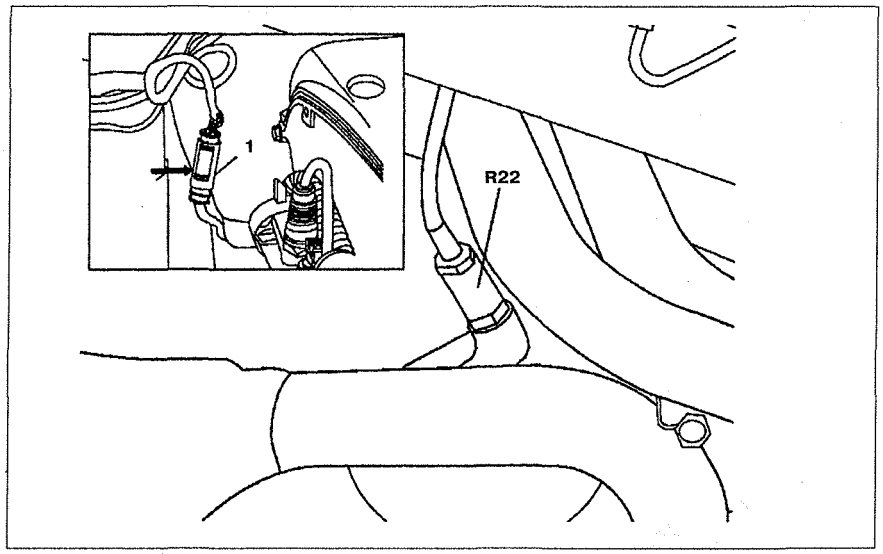

Рис. 2.130. Датчик кислорода:
2. Отсоедините разъем **1** от нагревателя датчика кислорода **R22** (см.рис.2.130). Рассоедините зажим **(стрелка)** и снимите его.